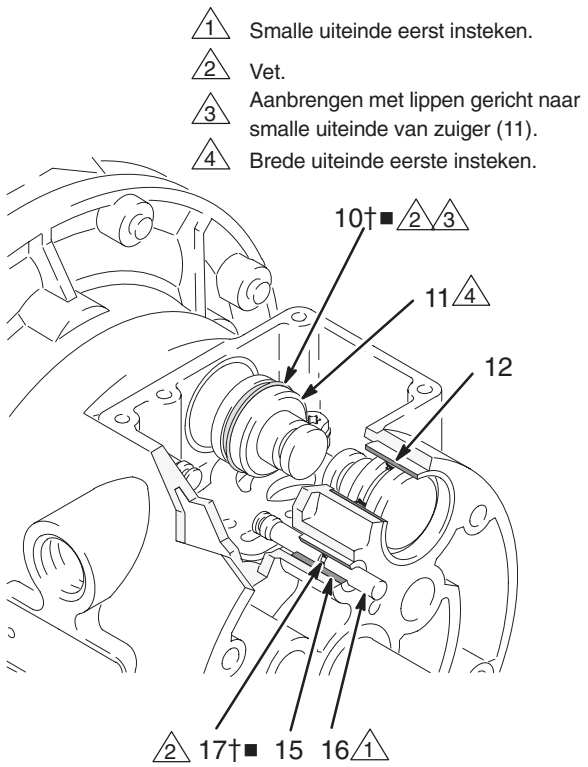

Afb. 10 02643
4. Trek de twee drijfstangen (11) uit de lagers (12). Verwijder de U-pakkingen (10) van de stangen. Trek de regelpennen (16) uit de lagers (15). Verwijder de o-ringen (17) van de drukpennen. Zie Afb. 10.
6. Inspecteer de lagers (12, 15) zonder ze te verwijderen. Zie Afb. 10. De lagers zijn conisch, en moeten, indien beschadigd, vanaf de buitenzijde worden verwijderd. Hiervoor is het nodig de materiaalsectie uit elkaar te halen. Zie blz. 22.
4. Doe een o-ring (17†■) op elk van de paspennen (16). Vet de pennen en o-ringen in. Doe de pennen in de lagers (15), met het ***dunne*** eind eerst. Zie Afb. 10.
5. Doe een U-pakking (10†■) op elk van de drijfstangen (11), zodanig dat de lippen van de pakkingen naar het ***smalle*** einde van de stangen wijzen. Zie Afb. 10.
6. Smeer de U-pakkingen (10†■) en drijfstangen (11). Plaats de drijfstangen in de lagers (12), met het ***brede*** einde eerst. Laat het dunne einde van de stangen vrij. Zie Afb.10.